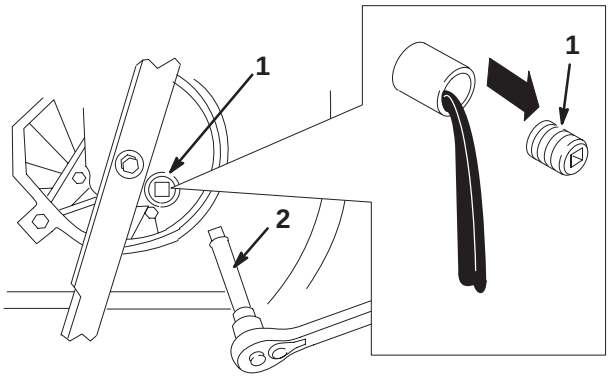

Abbildung 17
5. Die Ölablaßschraube entfernen, den Rasenmäher wieder auf Betriebsposition zurückstellen und das Öl in die Auffangschale ablaufen lassen (Abb. 17).